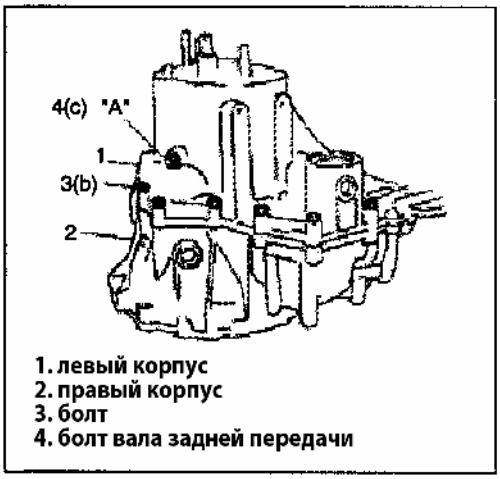

Рис. 403
7) Затяните болты крепления требуемым моментом (Рис. 403).